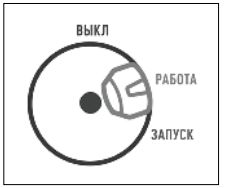

Рис. 21
- Переведите рычаг в положение «РАБОТА» (*Рис. 21*).